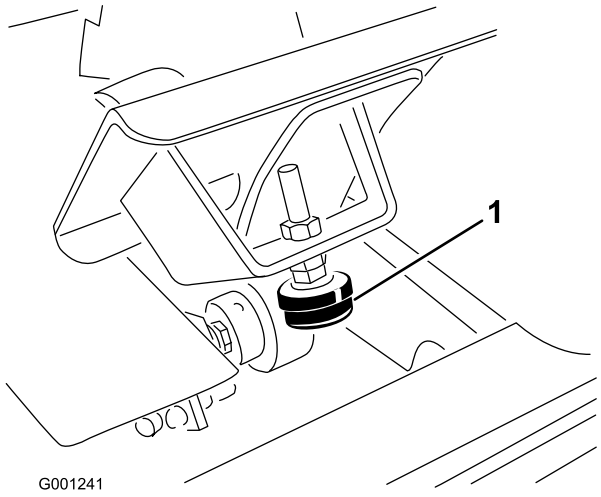

Figur 67
1. Kontrollera gaspedalens stoppjustering. Pedalstoppet (Figur 67) bör nudda ramen något innan pumpen når fullt utslag.